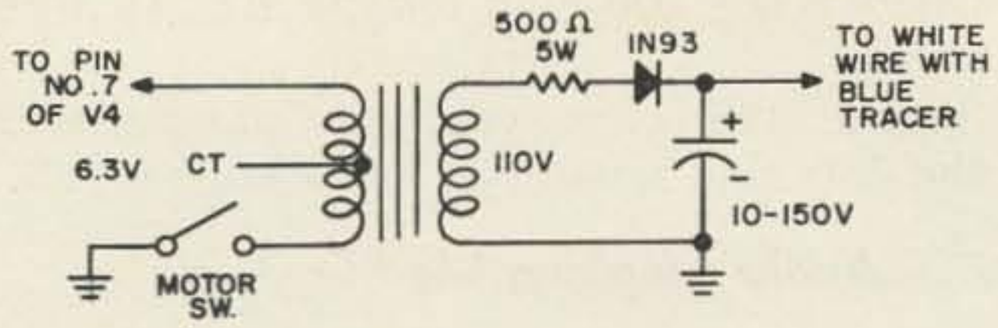

FIG. 1
17. Mount a 6.3 volt 1.2 amp. filament transformer under the chassis on the side lip near the SO-1 connector. Refer to Fig. 1
23. The 500 ohm 5 watt resistor, the 1N93 diode, and 10 mfd capacitor are conveniently located near the transformer on a three lug terminal strip and wired as shown in Fig. 1.
24. Connect the wire with blue tracer, which was removed from the MOTOR switch, to the junction of the 1N93 diode and the 10 mfd capacitor shown in Fig. 1.